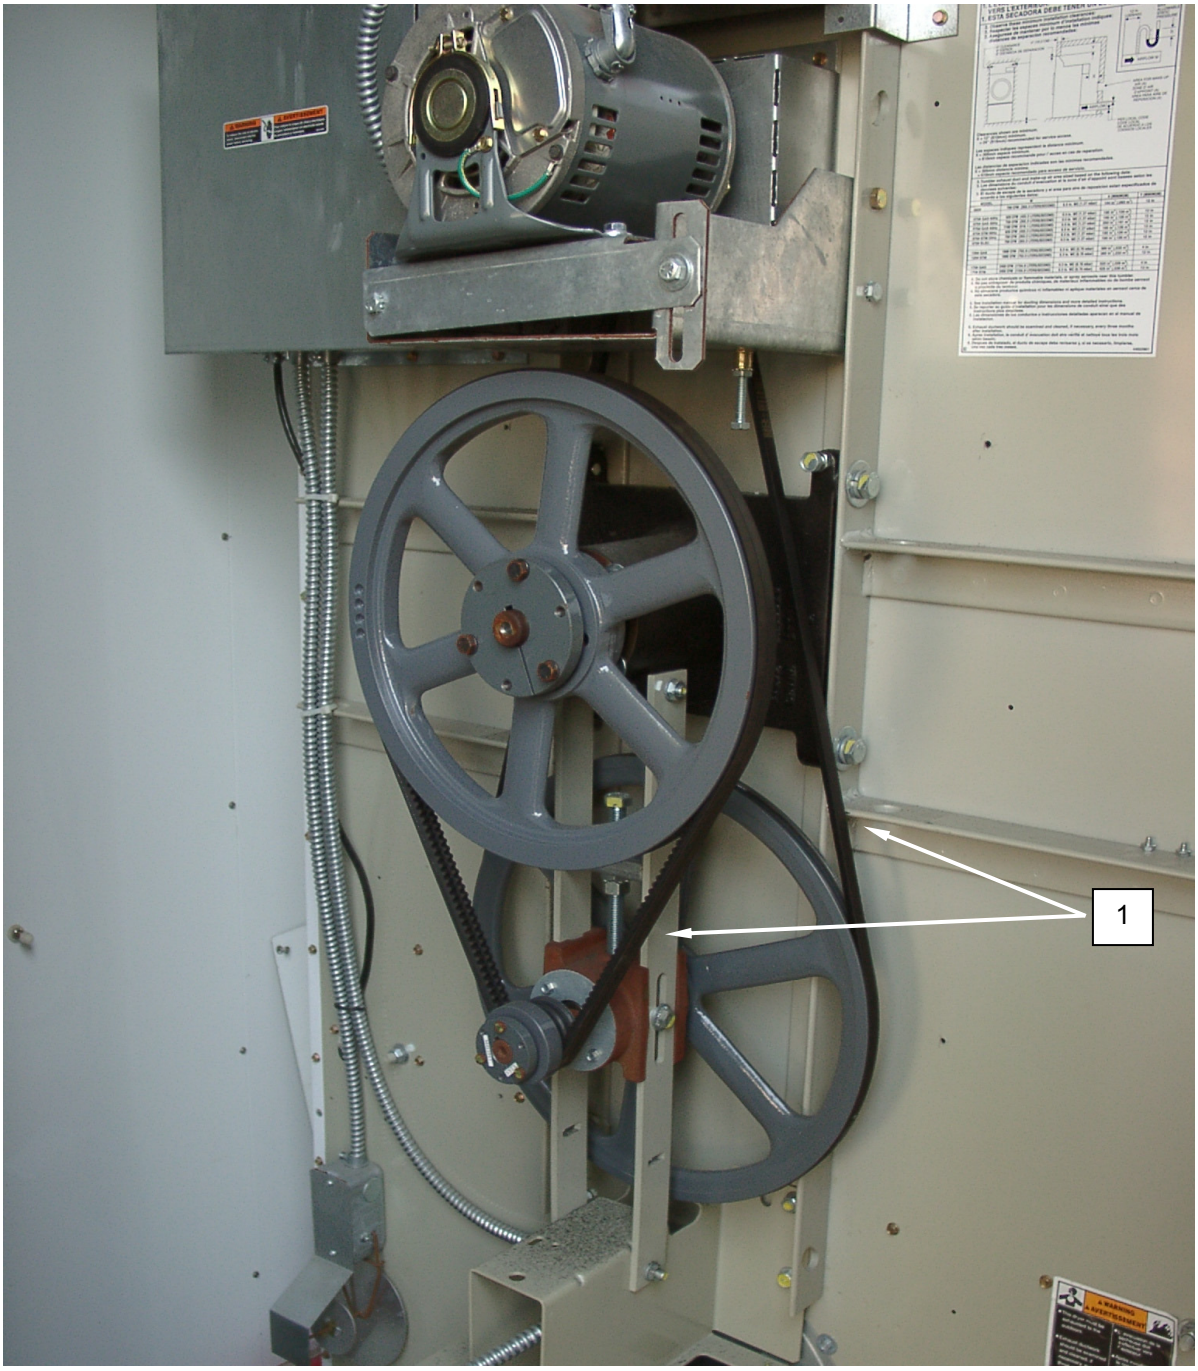

Figure 1. Inspect the Dryer Drive Belts.
3. Inspect each belt **(Figure 1, Item 1)** for approximately ½ -inch deflection.
4. Inspect each belt **(Figure 1, Item 1)** for glazing, cuts, and shredding.
5. Adjust belts **(Figure 1, Item 1)** with improper deflection.
6. Replace belts **(Figure 1, Item 1)** with physical damage or which cannot be adjusted.